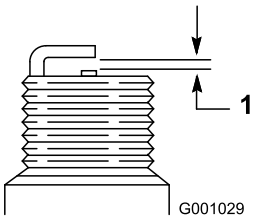

**Figure 57**
7. Set the gap between the electrodes on a new spark plug at 0.030 inch (0.76 mm) (Figure 57).